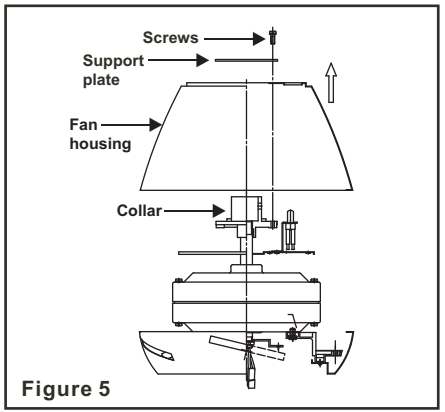

Figure 5
Step 1. Remove the top fan housing from the motor by removing the six collar mounting screw with lock washer on the top fan housing. (Fig. 5)